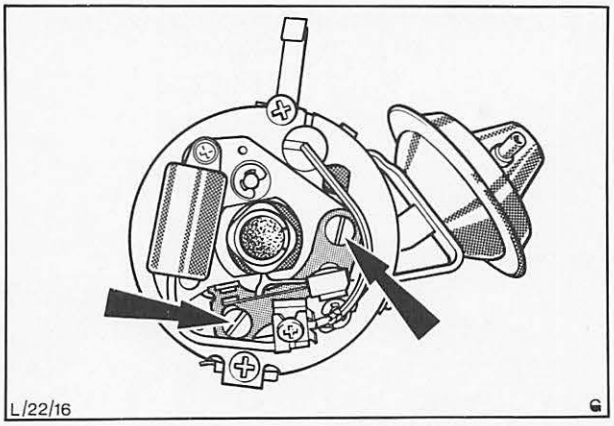

Abb. 58 Einstellschrauben – Unterbrecherkontakte
22. Unterbrecherkontaktabstand messen und einstellen, Abb. 58.